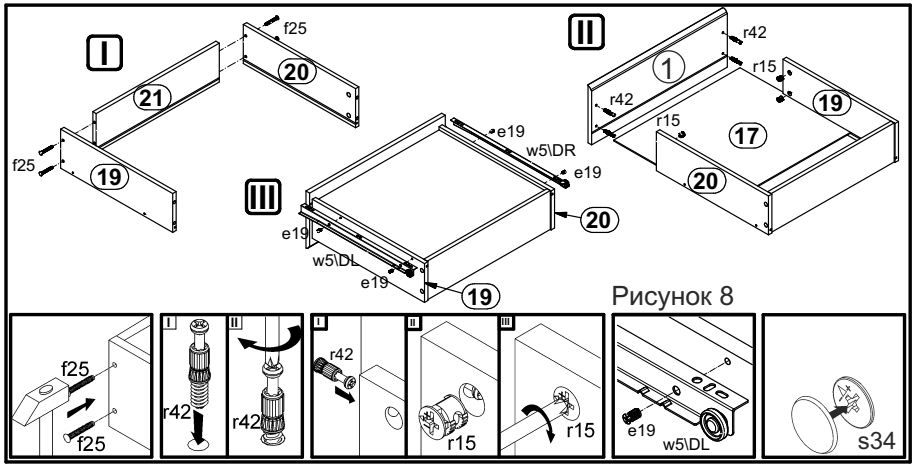

Рисунок 8
23. Соединить панель ящика **1** с корпусом ящика и затянуть стяжки эксцентриковые **r15**, пользуясь специальным ключом **z1 (см. рис. 8)**. Стяжки эксцентриковые **r15** закрыть заглушками **s34**.
20. В отверстия Ø**12 мм** на внутренних поверхностях стенок боковых ящика **19** и **20** вставить стяжки эксцентриковые **r15 (см. рис. 8)**.
21. Соединить детали корпуса ящика **19, 20, 21** с помощью шкантов-дюбелей **f25,** вставить в пропилы на боковых и задних стенках собранного корпуса ящика дно **17 (см. рис. 8)**.
22. В отверстия диаметром **5 мм** на внутренней поверхности панели ящика **1** вкрутить винты стяжки **r42 (см. рис. 8)**.